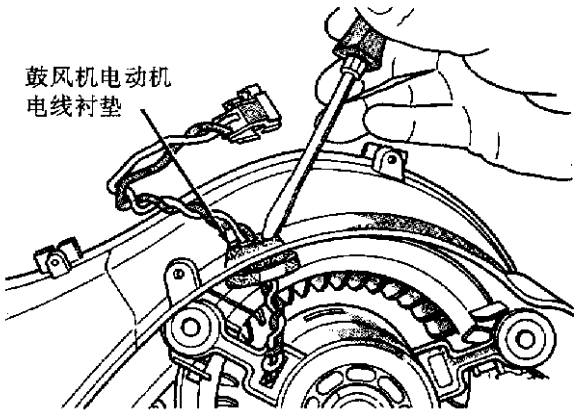

图 11－10　电线衬垫
⑤拆下鼓风机电动机的安装螺丝(图 11－12)。
⑥让鼓风机总成垂下来，并拆下总成。